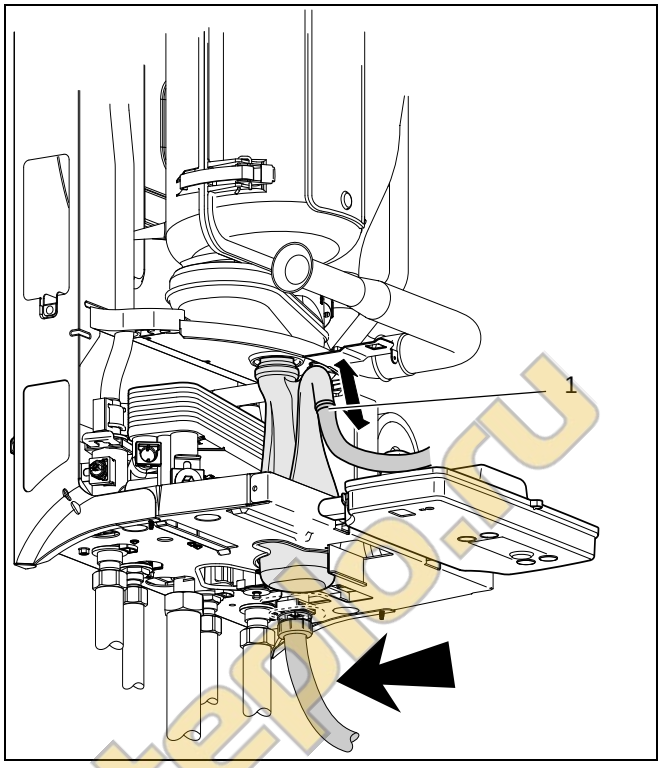
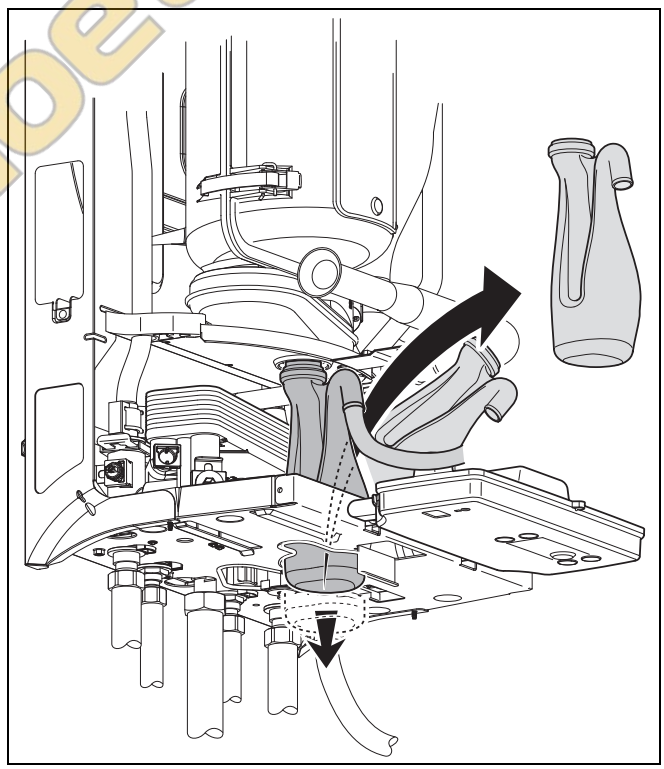

Рис. 52 Удаление трубки слива конденсата
Рис. 53 Удаление бачка конденсата
- Удалите бачок конденсата (→ рис. 52 и рис. 53).
- Снимите трубку слива конденсата (→ рис. 52, [1]) и сифон.
- Удалите бачок конденсата и сифон (→ рис. 52 и рис. 53).